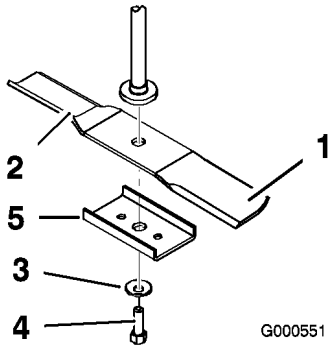

Figure 37
Tenez la lame à son extrémité avec un chiffon ou un gant épais. Enlevez le boulon de lame, la rondelle bombée, le renfort et la lame de l'axe (Figure 37).
1. Placez la lame sur l'axe (Figure 37).
2. Montez le renfort, la rondelle bombée (face concave vers la lame) et le boulon de lame (Figure 37).